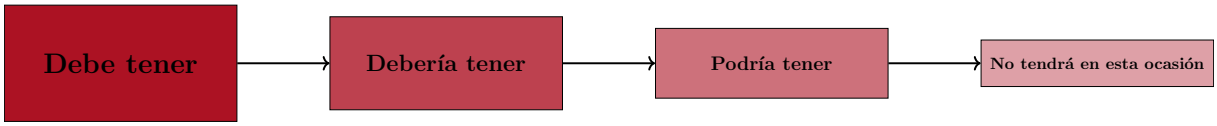

Figura 3.4: Esquema para priorizar requisitos (técnica MoSCoW)
- **Técnica MoSCoW**. Como no todo tiene la misma importancia, es necesario priorizar los requisitos, deseos y expectativas. Para ello, esta facilita la selección cuando no se pueden cumplir todos los requisitos/expectativas (ver Figura 3.4):